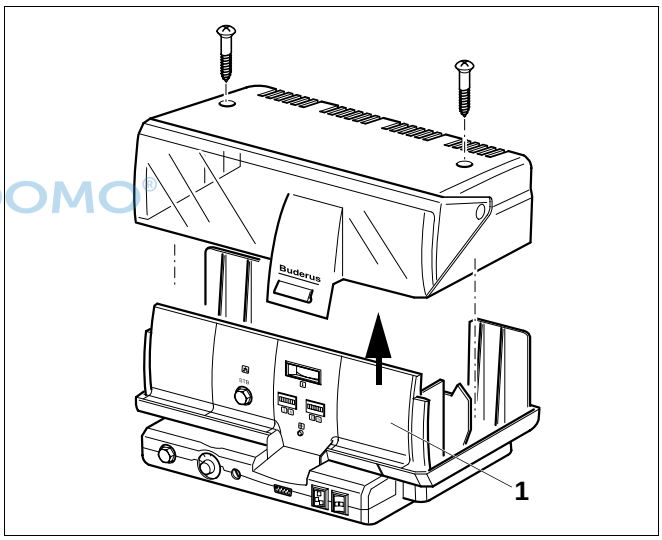

Abb. 2 Regelgerät mit angehobener Haube
- Lösen Sie die beiden Schrauben an der Oberseite des Gerätes und heben Sie die Gerätehaube ab (Abb. 2).
- Nehmen Sie die Blindplatte (Abb. 2, **Pos. 1**) heraus.